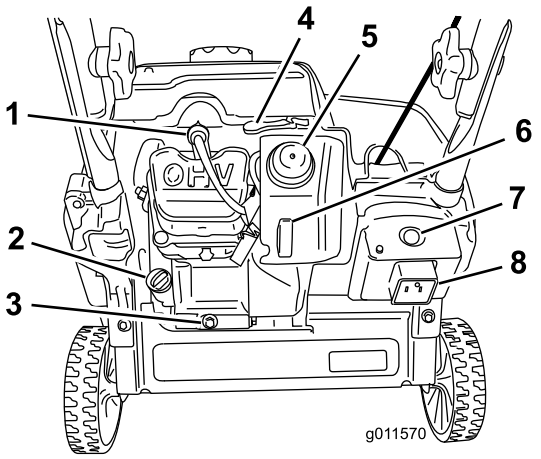

Figur 11
2. Rengjør rundt oljelokket (Figur 11).
3. Rengjør rundt oljelokket (Figur 11).